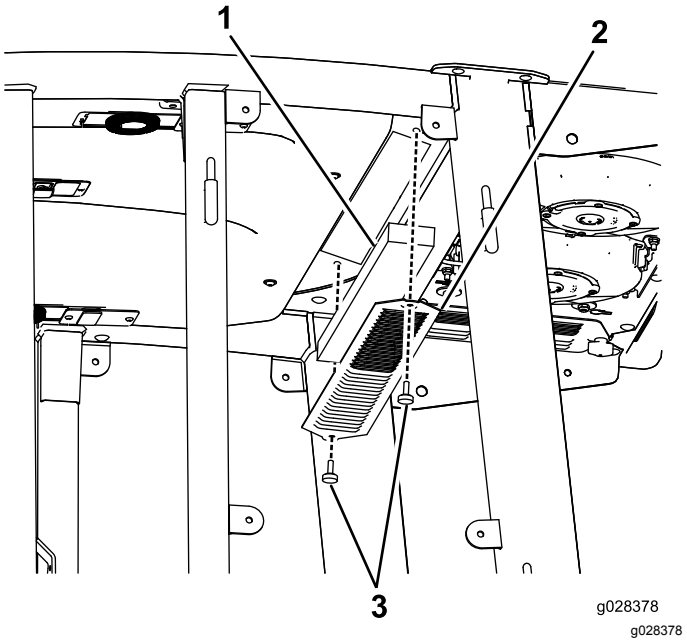

Figuur 121
1. Verwijder de schroeven en de roosters van boven de luchtfilters in en achter de cabine (Figuur 121).